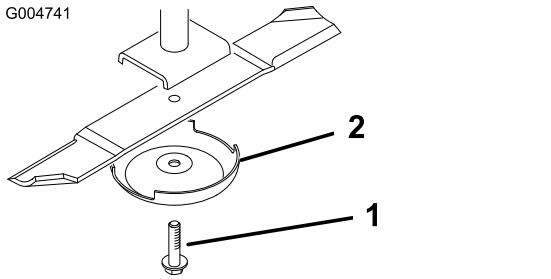

Figure 25
4. Enlevez le boulon, la coupelle de protection et la lame de l'axe de pivot (Figure 25).